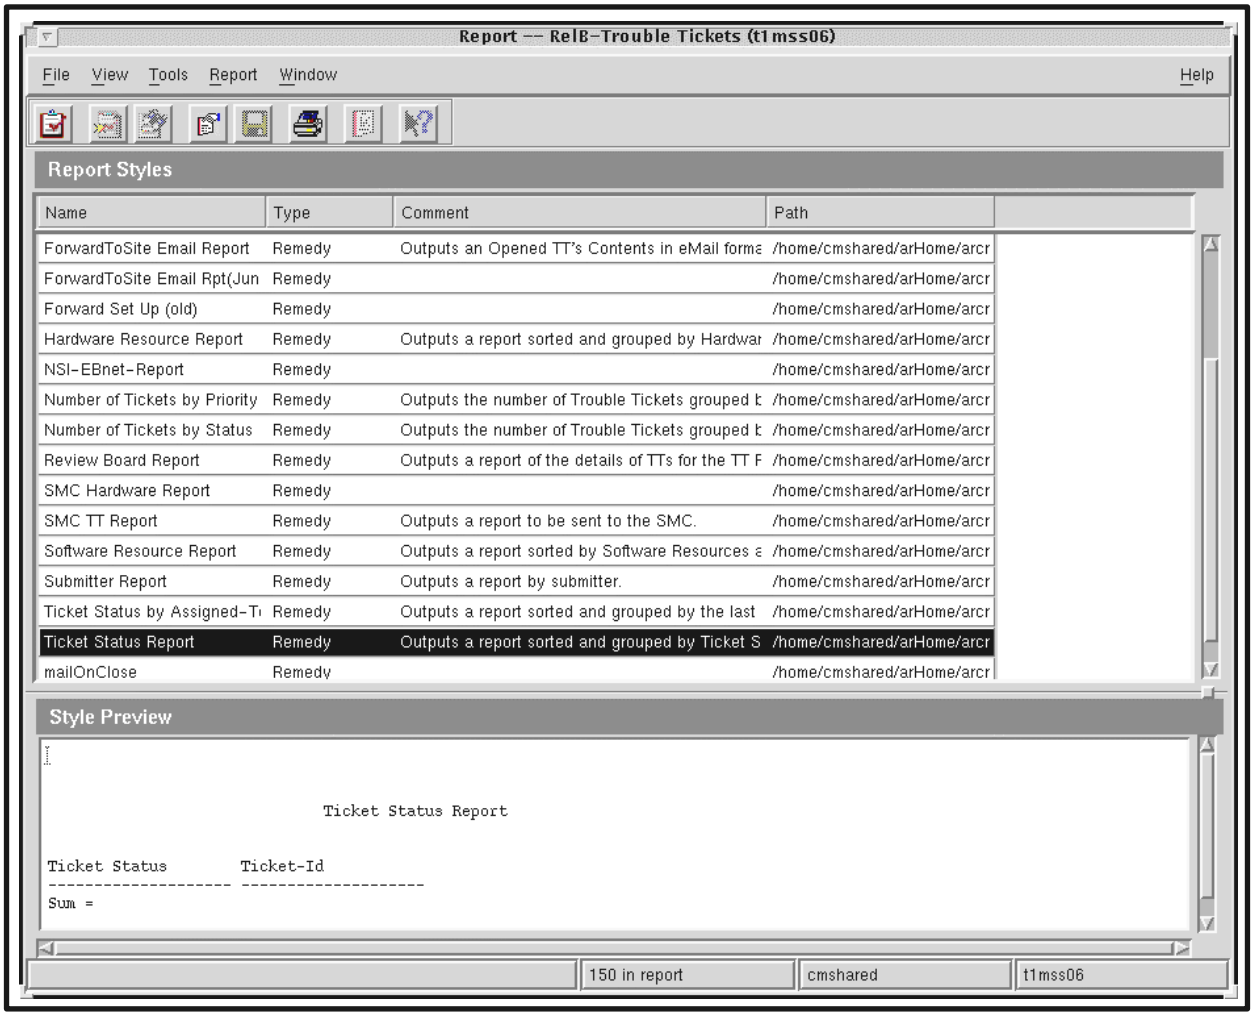

Figure 40. Remedy Report Window
Most of the time, you will probably select a report from the list, using the **Report** window illustrated in Figure 40. If you need a custom report, it would be possible to select data from the database and create a report using an appropriate separate software application (e.g., a spreadsheet program).
8 Select (highlight) the report you want from the **Report Styles** list (see Figure 40) by clicking on the report name (in this case, **Ticket Status Report**).
- The custom report **Ticket Status Report** is highlighted with the style preview visible in the **Style Preview** window (see Figure 40).